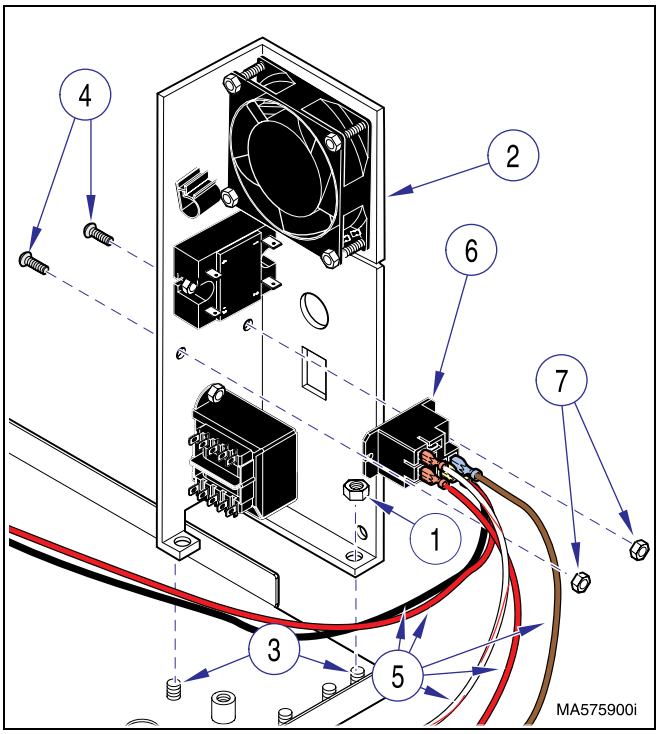

Figure 4-15. Main Relay
(1) Unplug power cord from outlet receptacle.
(2) Remove side and back panels (Refer to para 4.2).
(3) Remove two locknuts (1, Figure 4-15) and then lift power bracket assembly (2) off of two studs (3) and turn slightly so that two screws (4) can be accessed.
(1) Install main relay (6, Figure 4-15) on power bracket assembly (2) and secure with two screws (4) and locknuts (7).